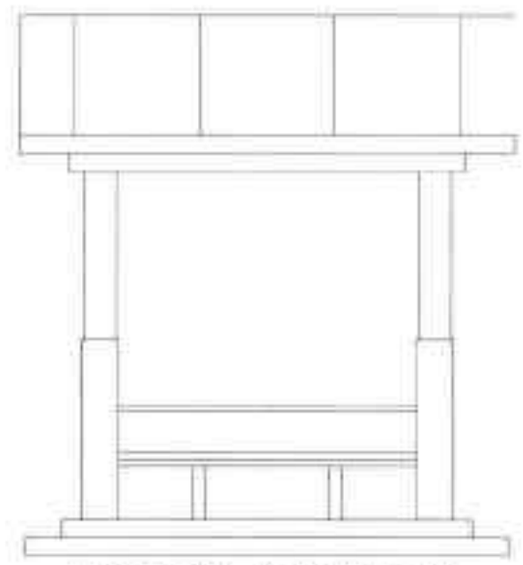

图20-24 偏移竖直线
Step 12 执行“直线”命令，绘制竖直线。并将其向右依次偏移 450mm、1000mm、1100mm 和 1000mm，如图 20-24 所示。